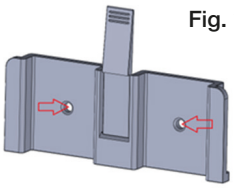

Fig. 1
- Fissare la staffa di supporto utilizzando i tasselli in dotazione, assicurandosi che l'ancoraggio sia solido e stabile. **(Fig. 1)**